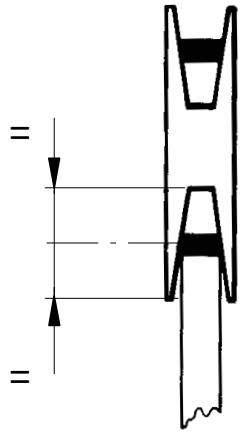

Fig 3
a) Remove the cover (1).
b) Check the belt (2) for wear and/or damage. Replace as required.
c) Position the belt (2) in the middle of the lower belt pulley see fig. 3.